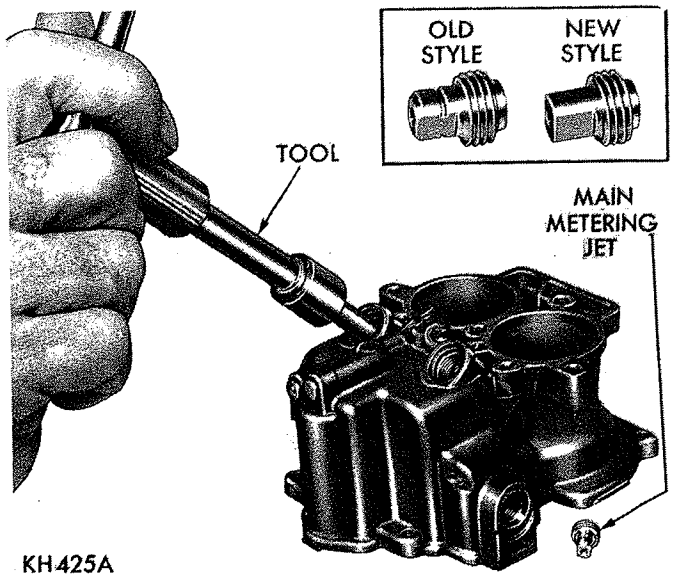

***Fig. 7—Removing or Installing Main Metering Jets***
(17) Remove screws and lockwashers that hold the throttle body to main body. Lift off the throttle body.
(18) With main body in an inverted position, remove main jet plugs; using Tool 73598 and 73609. Discard the plug gaskets.
(19) Using Tool 73606, remove main steering jets, as shown in (Fig. 7). Do not substitute main metering jets NO. 388208 used in previous carburetors for NO. 388539. (New type.)
(20) Now, remove main discharge jets (or tubes), using Tool 73608. This Tool has tapered right hand thread and should be screwed into jet. The threads that are formed in jet during removal, will not damage the jet.
(21) Unscrew and remove idle mixture adjusting screws and springs, from throttle body.
(2) Insert main metering jets in body over discharge jets (or tubes) just installed. Tighten securely, using Tool 73606. See (Fig. 7).
(3) Slide new copper gaskets in the main jet plug openings, then insert the plugs and tighten securely.
(4) Place assembled throttle body on the inverted main body and position insulator. Install screws and lockwashers then tighten securely.
(5) Invert carburetor and place on repair block C-3225, then install power by-pass jet and new gaskets.